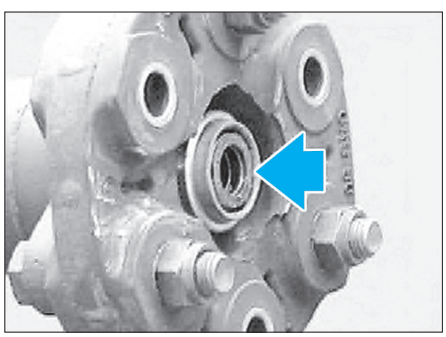

Fig. 4
- Contrôler la douille de centrage, la remplacer si nécessaire et la graisser (utiliser de la graisse Molykote Longterm 2 PLUS par exemple) **(Fig.4)**.